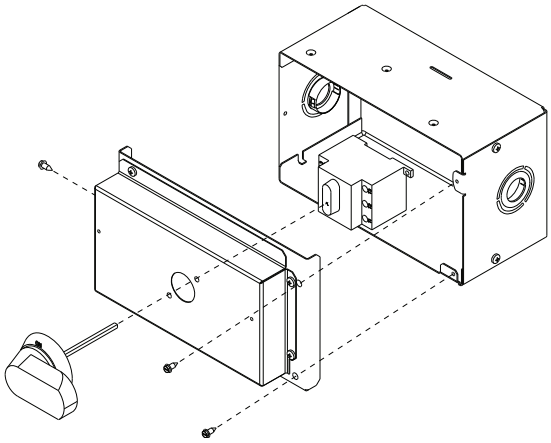

**Fig. 27 — Handle and Shaft Assembly for NFD**
***To field install the NFD shaft and handle (see Fig. 27):***